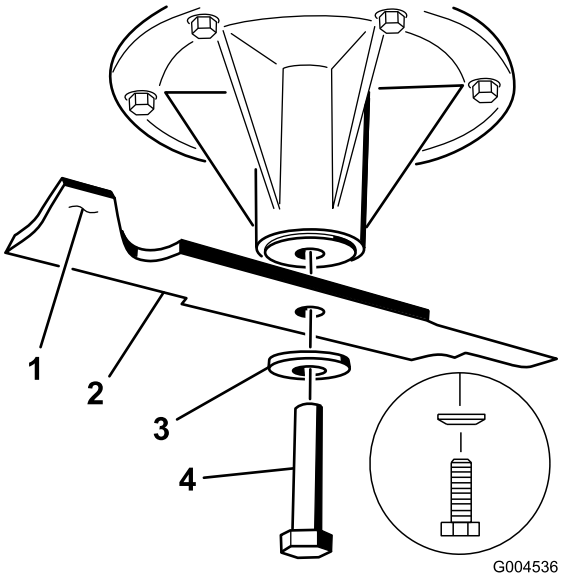
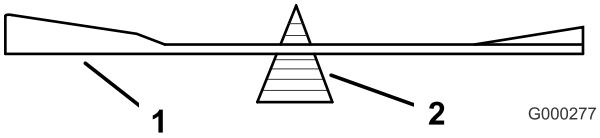

Figura 80
Figura 82
2. Retire del eje el perno de la cuchilla, la arandela curva y la cuchilla (Figura 80).
2. Verifique el equilibrio de la cuchilla colocándola sobre un equilibrador de cuchillas (Figura 82). Si la cuchilla se mantiene horizontal, está equilibrada y puede utilizarse. Si la cuchilla no está equilibrada, rebaje algo el metal en la parte de la vela solamente (Figura 80). Repita este procedimiento hasta que la cuchilla esté equilibrada.